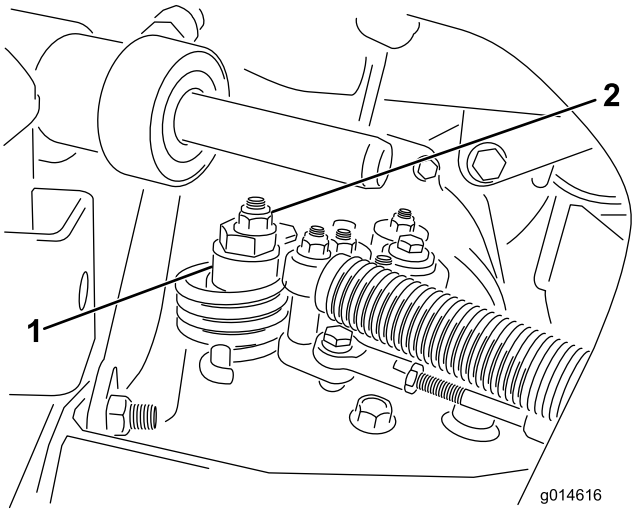

**Figur 46**
A. Løsne mutteren som fester eksenteren til toppen av hydrostaten (Figur 46).
C. Stram eksenteren til den ikke beveger seg i noen retning. Når hjulet ikke lenger roterer, må du stramme mutteren som låser eksenteren og justeringen (Figur 46). Kontroller justeringen med gassen i SAKTE- og HURTIG-stillingen.